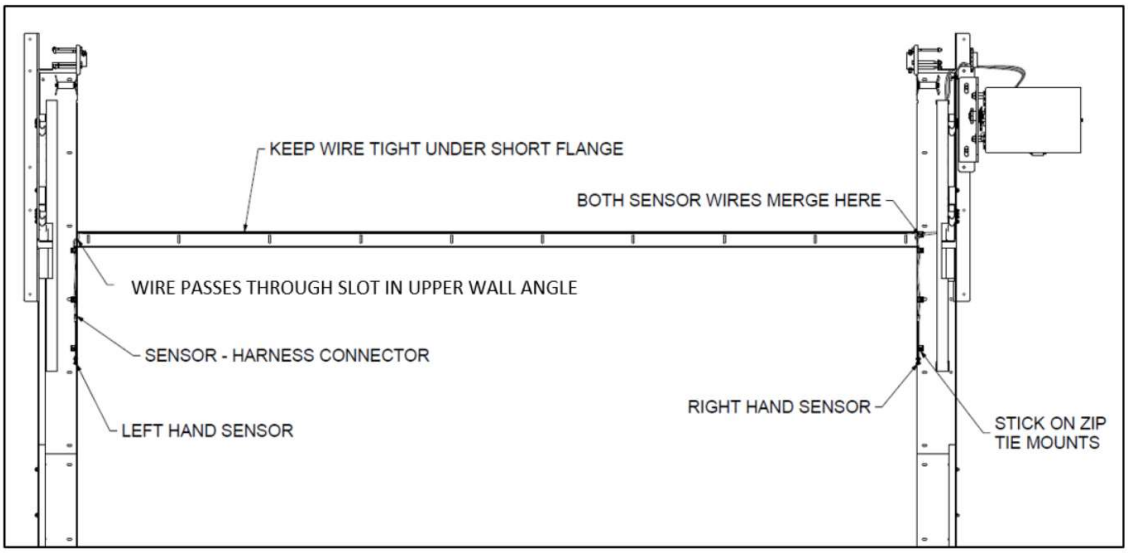

***Figure 22- SENSOR WIRING PLACMENT DIAGRAM (RIGHT-HAND MOUNTED OPERATOR SHOWN)***
59. Connect sensors to supplied wire extension cables and route toward side of door where operator is mounted, utilizing slots in wall angles to pass through header seal cross member as shown in **Figure 22**.
61. At this point, it would be best to route the lock wiring. Both interlock switches must be wired as Normally Open (NO) and in series and the wires should follow a similar path to that of the sensor wiring harness. The wires first run from the outside of the wall angle, then through a hole near the junction of the lower and upper wall angles, and finally through the ramp and either across the header seal cross member or up to the operator (depending on side). Be sure to leave additional length of wire and not to terminate at this time, as lock adjustment might still be necessary at later steps.